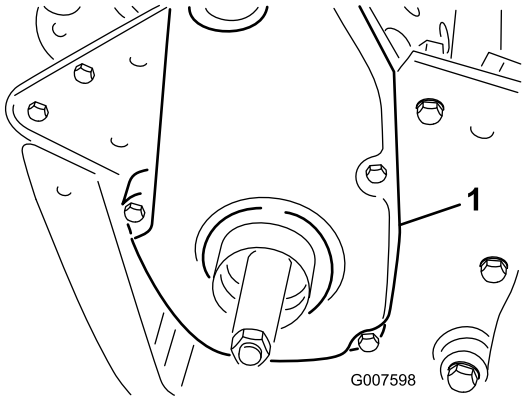

**Rysunek 43**
6. Zdemontuj pokrywę paska tylnego z prawej strony urządzenia (Rysunek 43).